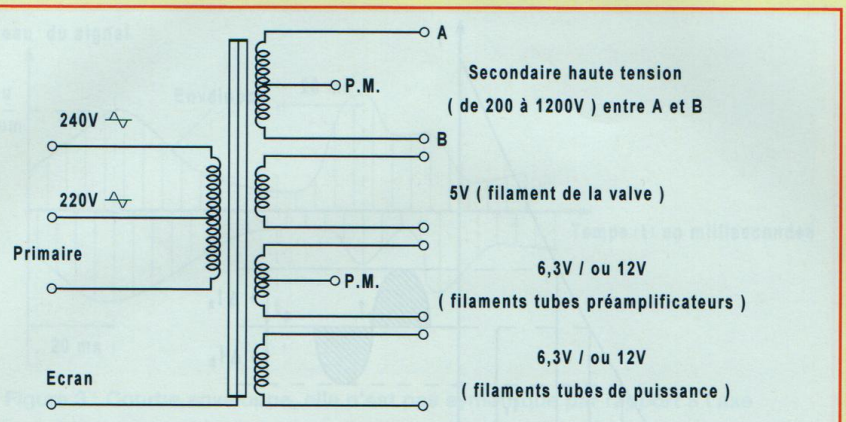

Figure 5 : Représentation schématique des enroulements d'un transformateur
Nous avons représenté en **figure 5** le schéma d'un transformateur théorique pour un amplificateur de puissance. On trouve tout d'abord un enroulement primaire qui peut être raccordé au secteur 220 V ou 240 V (rappelons qu'en France la tension normalisée est de 230 volts ± 10 % à une fréquence de 50 Hertz). Une prise dite « écran » (dans les transfos de qualité) doit être reliée au châssis de l'appareil, ce dernier étant raccordé à la « terre ».
Si vous vous reportez à la figure 5, vous constaterez que le transformateur d'alimentation comporte plusieurs enroulements. C'est le rapport du nombre de spires de l'enroulement primaire par rapport au nombre de spires de chaque enroulement secondaire qui va définir le **rapport de transformation**.
**Exemple**. Sur la figure 5, on connecte le filament d'une valve 5U4 sur l'enroulement 5 V. Le filament de la 5U4 consomme 3 ampères.